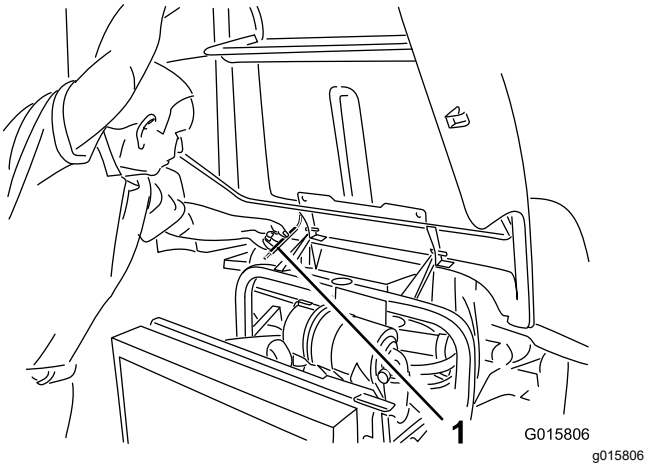

Figur 28
2. Lyft upp motorhuven tills du kan placera stöttan bakom ramröret (Figur 28).